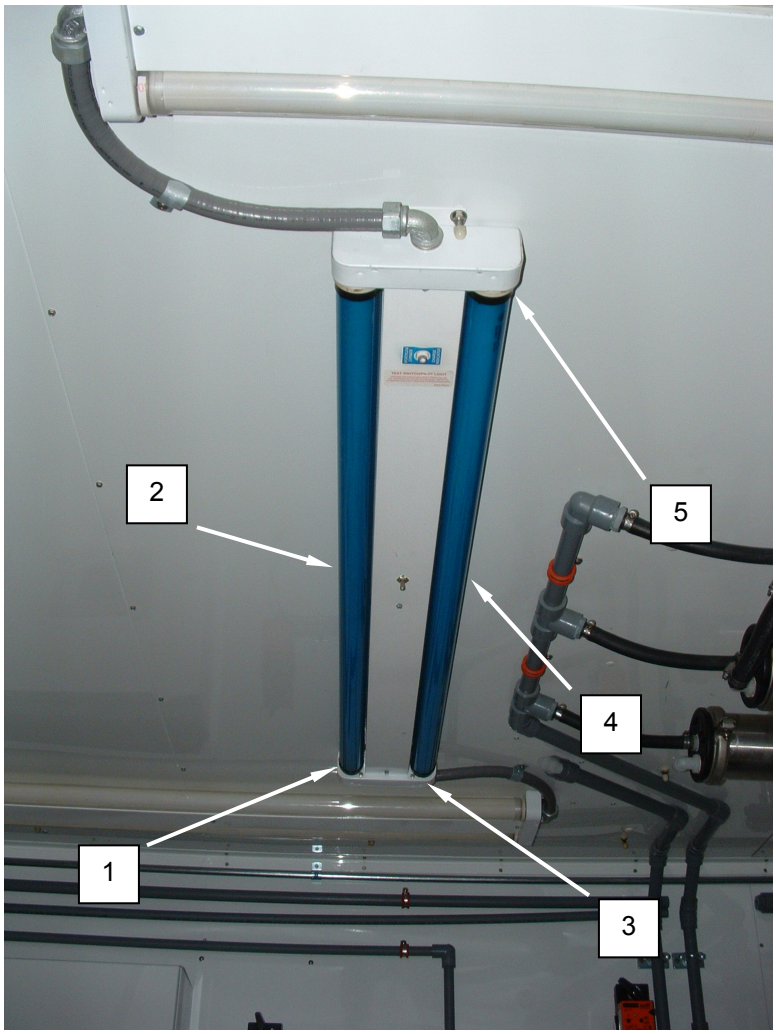

Figure 1. Replace Fluorescent Light Bulbs.
The end caps **(Figure 1, item 5)** fit semi-loosely in the sleeve **(Figure 1, item 4)** and can fall off if the tube is not held level. Hold the tube as level as possible during installation.
6. Install tube **(Figure 1, Item 2)** into the fixture.
7. Reinstall tube keeper **(Figure 1, Item 1)**.